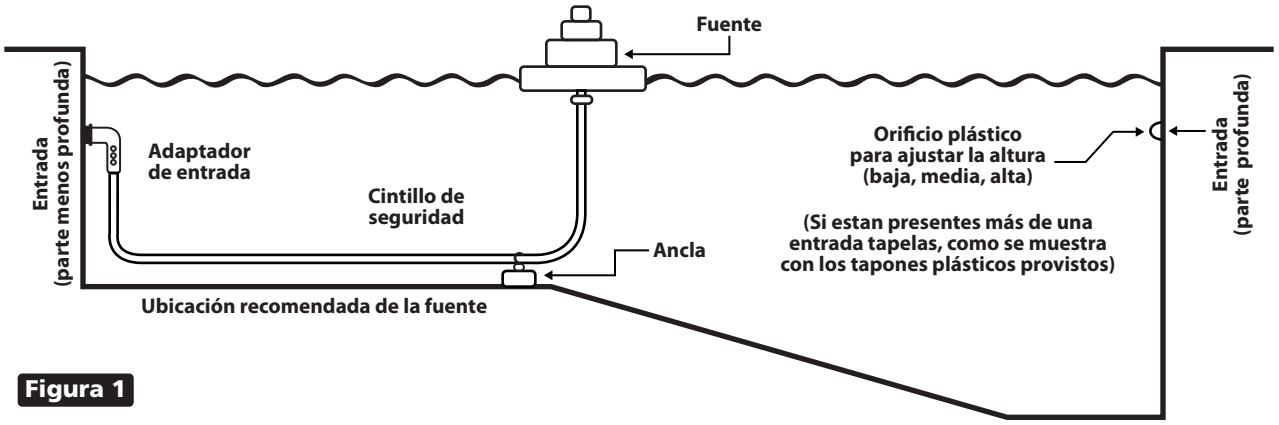

Figura 1
3. Refiérase a la Figura 1. Desenrolle la manguera (4) y elimine todas las torsiones. Usando abrazaderas (16). Sujete un extremo de la manguera al reverso de la fuente (1 ó 3) y el otro extremo al adaptador de la conexión de entrada del paso 2. Cubra un set de retornos con la manguera (Fig. 3). Para apretar la abrazadera, agarrar las "cejas" entre el pulgar y el dedo índice y apretar. Apriétese firmemente con un par de alicates. Para abrir la abrazadera, agarre una "ceja" de la abrazadera con alicates y suelte la torsión.
4. Usando el cintillo de seguridad (15), SIN EXCESIVAS TENSIONES sujete el ancla (5) a la manguera (4). El ancla (5) debería estar pegada a la manguera (4) en un punto tan profundo como el agua más aproximadamente 60 cms. Usted tendrá que estimar a que profundidad del agua es donde desea la fuente y agregar 60 cms. CUIDADO: NO RESTRINJA LA MANGUERA APRETÁNDO EL CINTILLO DE SEGURIDAD (15) DEMASIADO APRETADO.
3. Refiérase a la Figura 1. Desenrolle la manguera (4) y elimine todas las torsiones. Usando abrazaderas (16), sujete un extremo de la manguera al reverso de la fuente (1 o 3) y el otro extremo al adaptador de la conexión de entrada del paso 2 . Cubra un juego de retornos con la manguera (Fig. 4). Para apretar agarre las "cejas" de la abrazadera entre pulgar y dedo índice y apriete. Apriétese firmemente con un par de alicates. Para abrir la abrazadera agarre una "ceja" de la abrazadera con alicates y suelte la torsión.
4. Usando el cintillo de seguridad (15). SIN EXCESIVAS TENSIONES sujete el ancla (5) a la manguera (4). El ancla (5) debería estar pegada a la manguera (4) en un punto tan profundo como el agua más aproximadamente dos pies.Usted tendrá que estimar a que profundidad del agua es donde desea la fuente y agregar dos pies. CUIDADO: NO RESTRINJA LA MANGUERA APRETÁNDO EL CINTILLO DE SEGURIDAD (15) DEMASIADO APRETADO.
6. Coloque el ensamble de la fuente dentro de la piscina. Posicione la fuente en el lugar deseado siendo cuidadoso para no doblar la manguera (4).
3. Refiérase A la Figura 1. Desenrolle la manguera (4) y elimine todas las torsiones. Usando abrazaderas (16), sujete un extremo de la manguera al reverso de la fuente (1 o 3) y el otro extremo al adaptador de la conexión de entrada del paso 2 . Cubra un juego de retornos con la manguera (Fig. 4). Para apretar agarre las "cejas" de la abrazadera entre pulgar y dedo índice y apriete. Apriétese firmemente con un par de alicates. Para abrir la abrazadera agarre una "ceja" de la abrazadera con alicates y suelte la torsión.
4. Usando el cintillo de seguridad (15). SIN EXCESIVAS TENSIONES sujete el ancla (5) a la manguera (4). El ancla (5) debería estar pegada a la manguera (4) en un punto tan profundo como el agua más aproximadamente dos pies. Usted tendrá que estimar a que profundidad del agua es donde desea la fuente y agregar dos pies. CUIDADO: NO RESTRINJA LA MANGUERA APRETÁNDO EL CINTILLO DE SEGURIDAD (15) DEMASIADO APRETADO.
6. Coloque el ensamble de la fuente dentro de la piscina. Posicione la fuente en el lugar deseado siendo cuidadoso para no doblar la manguera (4)